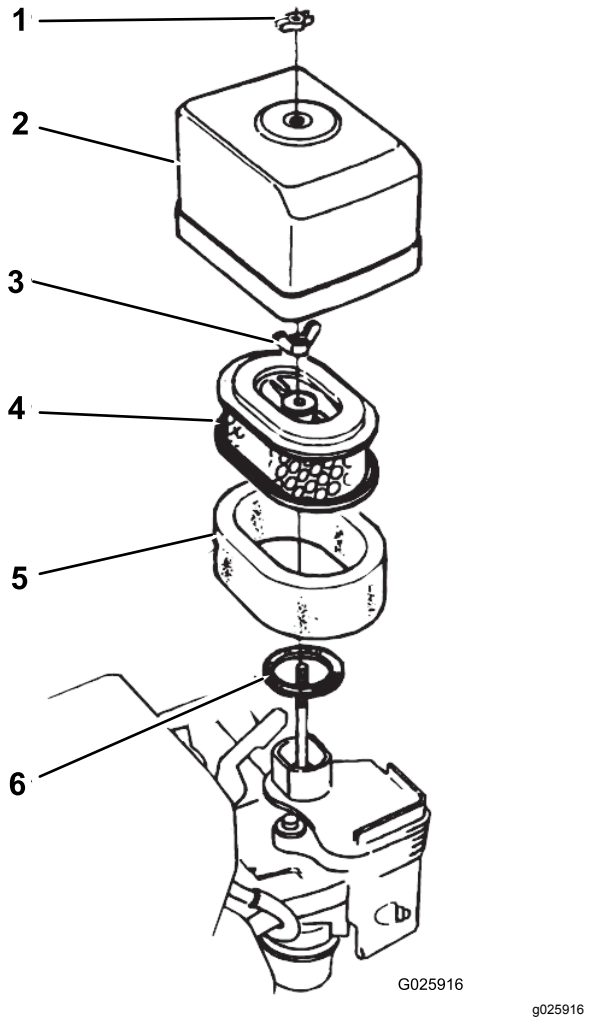

Figur 30
2. Ta bort vingmuttern som fäster luftrenarkåpan på luftrenaren och ta bort kåpan (Figur 30).
5. Montera luftrenarkåpan på luftrenaren med vingmuttern (Figur 30).
1. Avlägsna vingmuttern som fäster luftrenarkåpan på luftrenaren och avlägsna kåpan (Figur 30).
2. Avlägsna vingmuttern från luftfiltret och avlägsna filtret (Figur 30).
3. Avlägsna luftfiltrets skumplastinsats från pappersinsatsen (Figur 30).
1. Montera luftfiltrets skumplastinsats på pappersinsatsen (Figur 30).
2. Inspektera att packningen inte är sliten eller skadad (Figur 30).
3. Säkerställ att packningen är placerad på luftintaget för förgasaren (Figur 30).
4. Montera luftfilterelementen på förgasaren med vingmuttern (Figur 30).
5. Montera luftrenarkåpan på förgasaren med den andra vingmuttern (Figur 30).